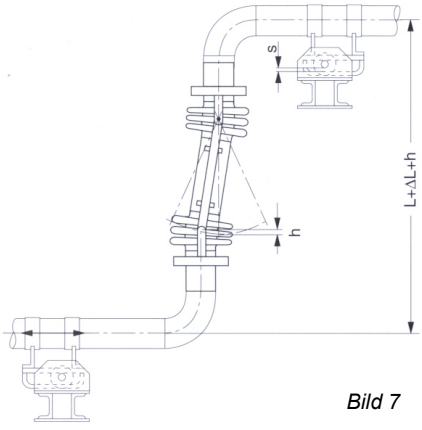
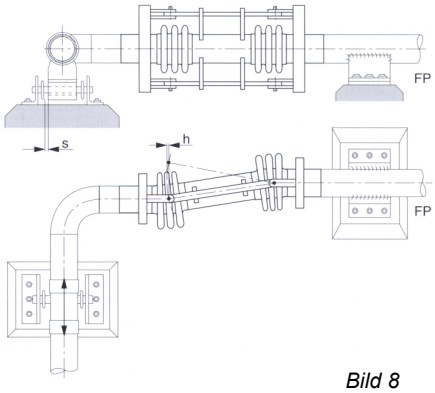

Bild 7
Bild 8
Um eine bestimmungsgemässe Kompensation der aufzunehmenden Rohrleitungsdehnungen mit einem Lateralkompensator zu gewährleisten ist es erforderlich, dass durch Führungslager bzw. Festpunkte eine eindeutige Dehnungszuordnung sichergestellt wird. Je nach Einbauverhältnissen wird dies entweder durch beiderseits angeordnete Führungslager (Bild 7) oder einerseits durch einen unmittelbaren Festpunkt und andererseits ein Führungslager erreicht (Bild 8).
- Ausreichend Spiel s aufweisen, damit die nichtkompensierten Verschiebungen, die sowohl aus der Wärmedehnung ΔL des Rohrleitungsversatzes L als auch aus der Bogenhöhe h (Bild 7) resultieren, ohne wesentliche Zwängungen durch die weiterführenden Rohrleitungen aufgenommen werden können.